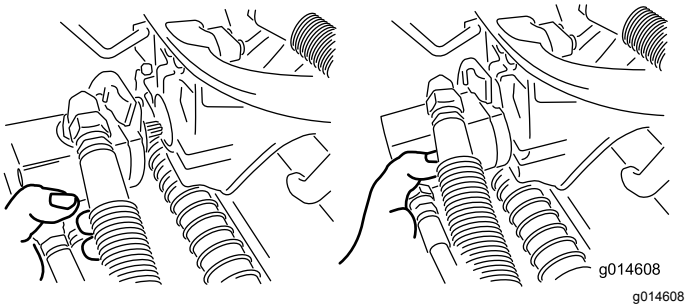

Figur 49
3. Flytt motoren til lagringsplassen foran på hjulopphengsarmen (Figur 49).